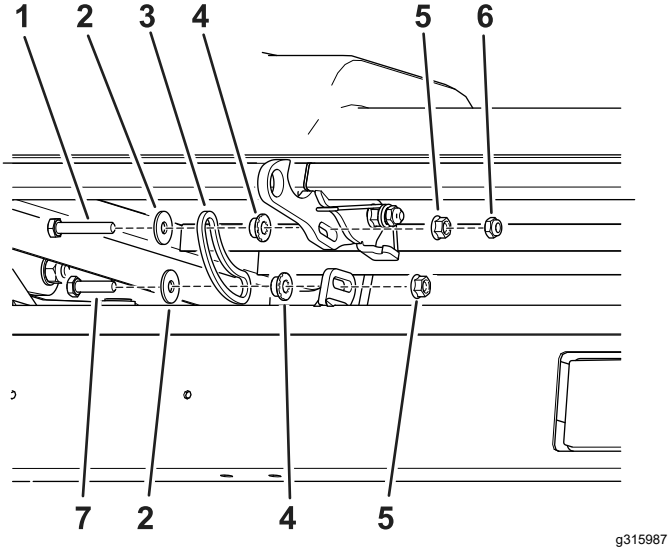

Figura 4
2. Fije el conector de la varilla al gancho con un perno largo, una arandela plana, un casquillo, una tuerca con arandela prensada y una contratuerca (Figura 4).
3. Conecte el conector de la varilla al gancho con un perno corto, una arandela plana, un casquillo y una contratuerca. (Figura 4).